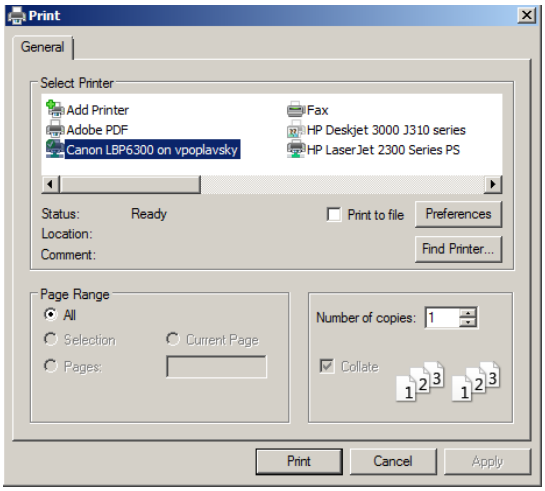

Figure 73 — Print window
3) Print profile. This window allows selection of the printer and printing settings (see Figure 73).